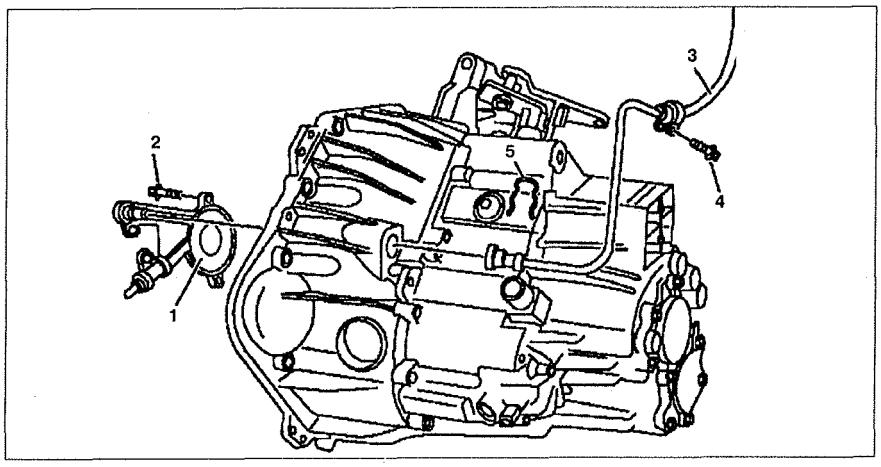

Рис. 6.4. Рычаг выключения сцепления (только на автомобилях с двигателем 611.980):
7. Открутите болт **4** хомута крепления нагнетающей трубки **3** к корпусу трансмиссии (см.рис.6.4).